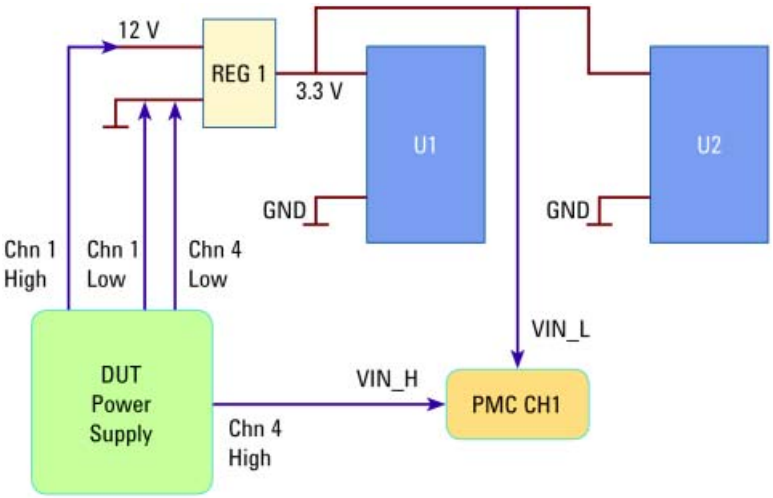

图 4. 探测过压的 PMC 连接
1. 参看图 4，选择一个未使用 1 的 DUT 电源通道(例如: 通道 4)，把它的输出高端接到 PMC 通道 1 的“Vin_H”。Mint 引脚 _personality 引脚位置为 213173。